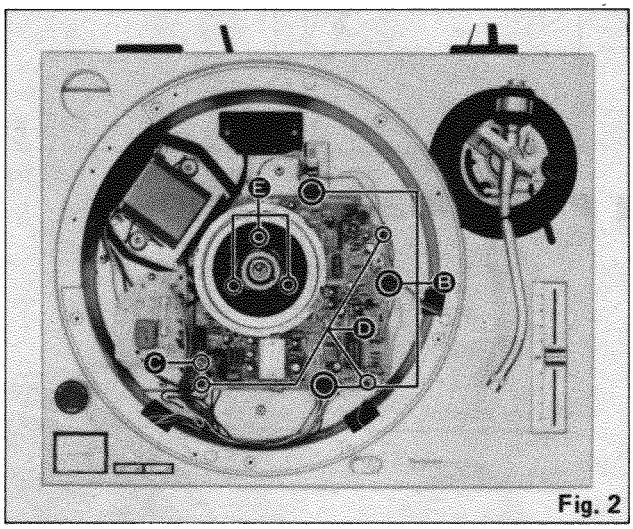

Fig. 2
4. Remove 3 connectors Ⓑ and 2 read wires Ⓒ from power transformer as shown in Fig. 2.
5. Remove 3 screws Ⓓ of the drive circuit board and 3 screws Ⓔ of the stater frame cover as shown in Fig. 2.